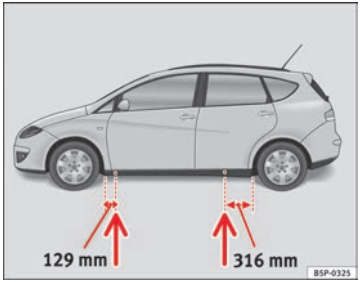

Fig. 177 Punti di appoggio per il cric
– Applicare il cric al longherone inferiore del veicolo nel punto di appoggio più vicino alla ruota da sostituire ⇒ fig. 177.
Sul montante inferiore sono segnati i punti a cui applicare il cric ⇒ fig. 177. È previsto un punto per ogni ruota. Non collocare il cric in altri punti.